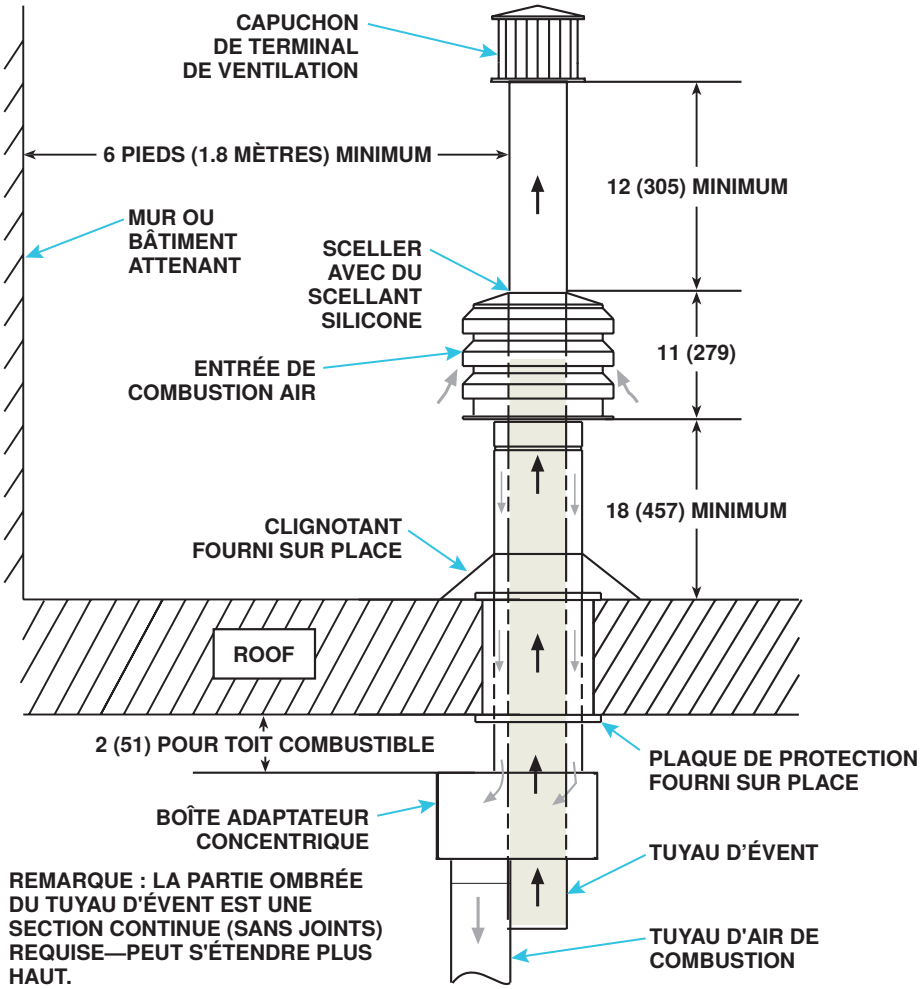

Figure 17. Installation de l'option CC2
b. Choisissez un emplacement à l'abri des courants d'air et qui offre assez d'espace pour chaque boîtier adaptateur concentrique. L'emplacement des terminaux d'évacuation doit respecter les distances entre les bâtiments, comme illustré à la **Figure 17**.
11. Vérifiez la conformité à la **Figure 17** et à toutes les exigences d'échappement spécifiques données ci-dessus.